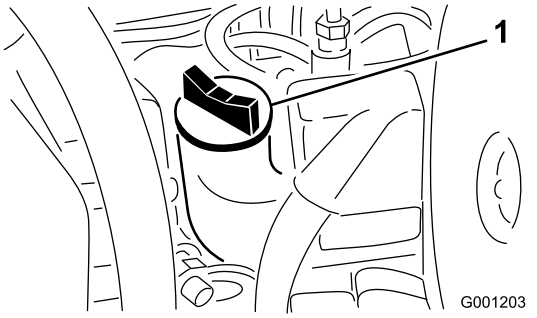

Figur 46
4. Hvis oljenivået er på eller under ADD-merket på peilestaven, fjerner du oljefyllingslokket (Figur 46) og fyller på mer olje til oljenivået når FULL-merket.